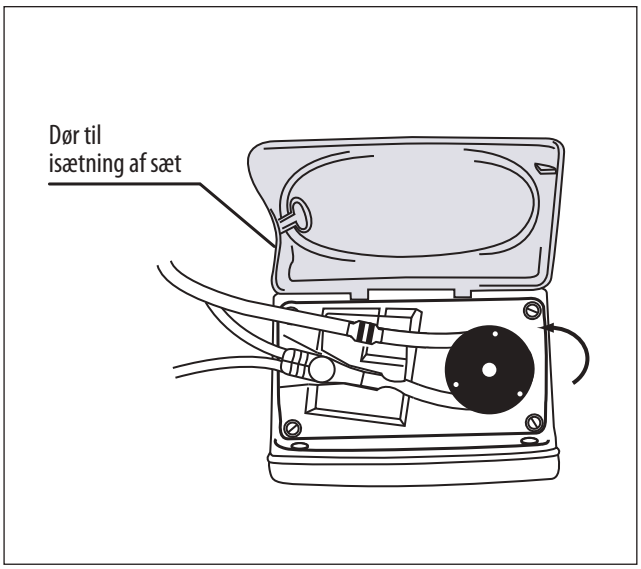

Figur 6B.
3. Tag fat i MISTIC-ringenden (sort låsering), og vikl slangen rundt om rotoren mod uret. **Undgå at overstrække silikoneslangen. (Figur 6B).**
4. Træk forsigtigt MISTIC-ringenden til venstre og opad for at placere den over åbningen på venstre side, og sænk derefter ringen ned i åbningen. Skub nedad på ringen og slip derefter for at sikre, at den sikker godt fast. (Figur 6B)